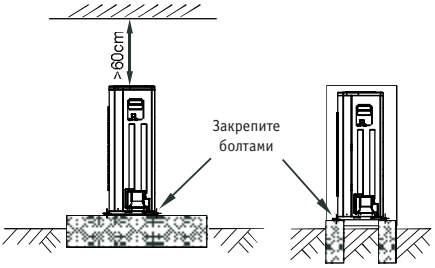

Рис. 17
- Сделайте бетонное основание в соответствии с требованиями для наружных блоков (см. рис. 17).
- Надежно закрепите ножки наружного блока болтами, чтобы не допустить его падения при землетрясении или сильном ветре (см. рис. 17).